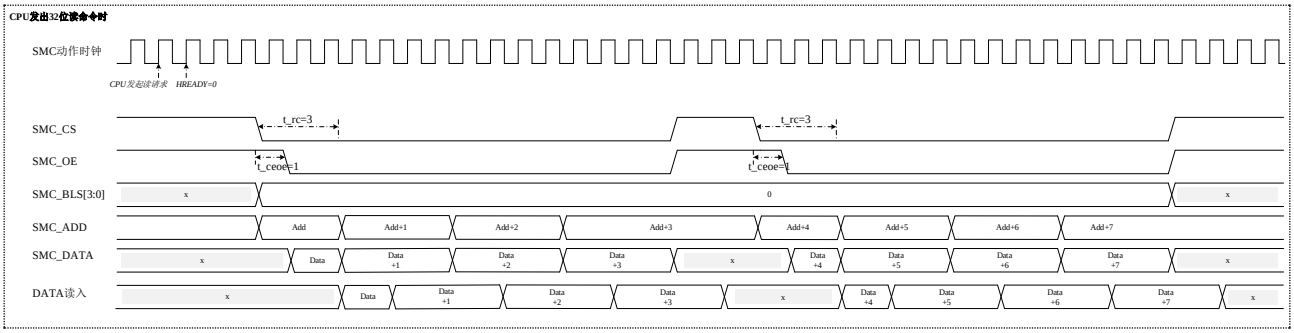

图 40-18 突发读动作基本时序（异步方式（RSYN=0）&32 位位宽（MW=10）&RBL=010）
e) 表 40-11 和图 40-18 是突发读动作的基本时序图和设定例。